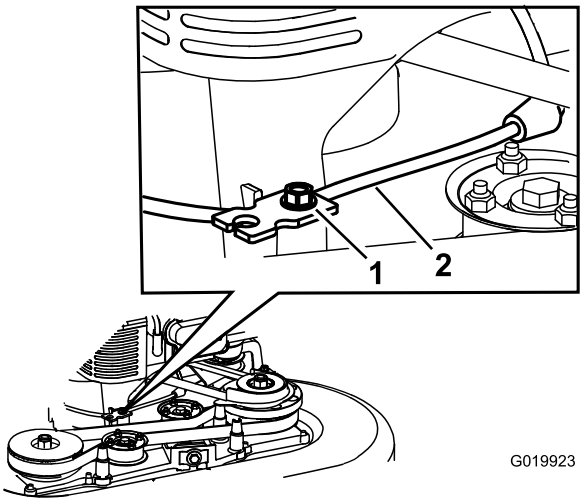

Figur 39
5. Løsn kabeltilspændingsskruen (Figur 39).